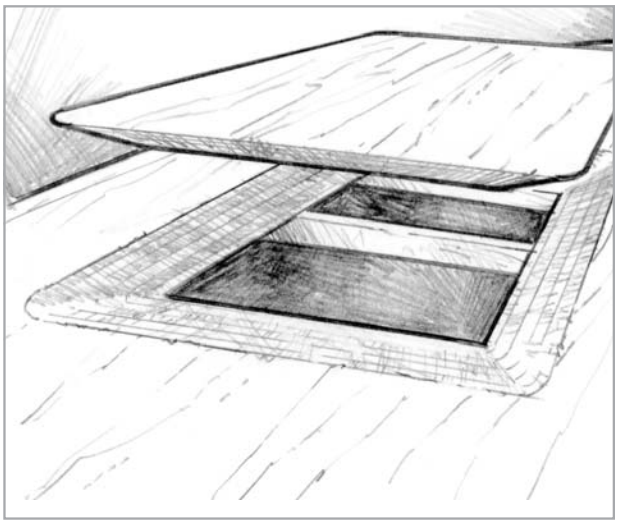

Figure 5-13 *Clamp a new repair patch in position with staples or screws.*
a. Use the disc sander to machine a bevel on the inside edge of the replacement panel to match the bevel on the opening. Dry fit the new panel to fit slightly below the existing surface *(Figure 5-13)*.